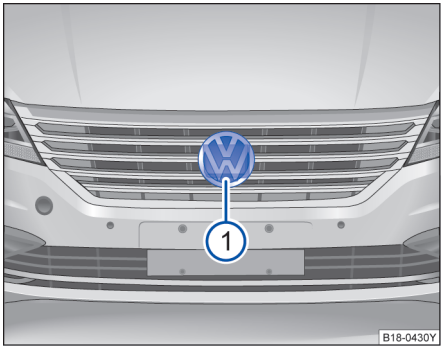

图 119 前保险杠上：雷达传感器
雷达传感器安装在前保险杠上⇒图 119 ①，用于监测交通状况，可探测距本车约 100m 范围内的前方车辆行驶状况。